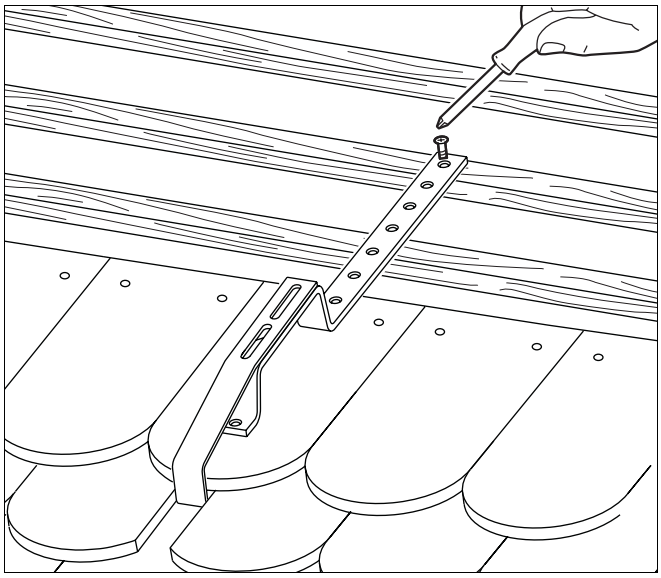

Afb. 28 Specifieke dakhaken monteren
- Monteer de specifieke dakhaken (afb. 28) met de bijgeleverde schroeven.